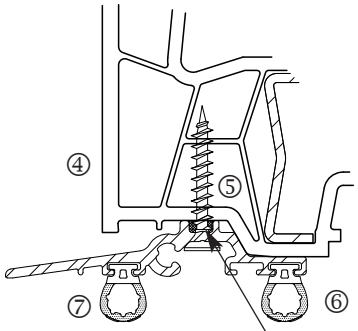

Abb. 2
- Vor der Montage des Wetterschenkels und Endkappen ist auf ganzer Länge Silikon aufzutragen (siehe Abb. 2)
- Den Wetterschenkel **1** auf dem Flügelprofil **4** positionieren und mit rostfreien Senkkopfschrauben ∅ 3,9 x 25 mm **5**, im Abstand von max. 30 cm, am Flügel **4** verschrauben (siehe Abb. 2).